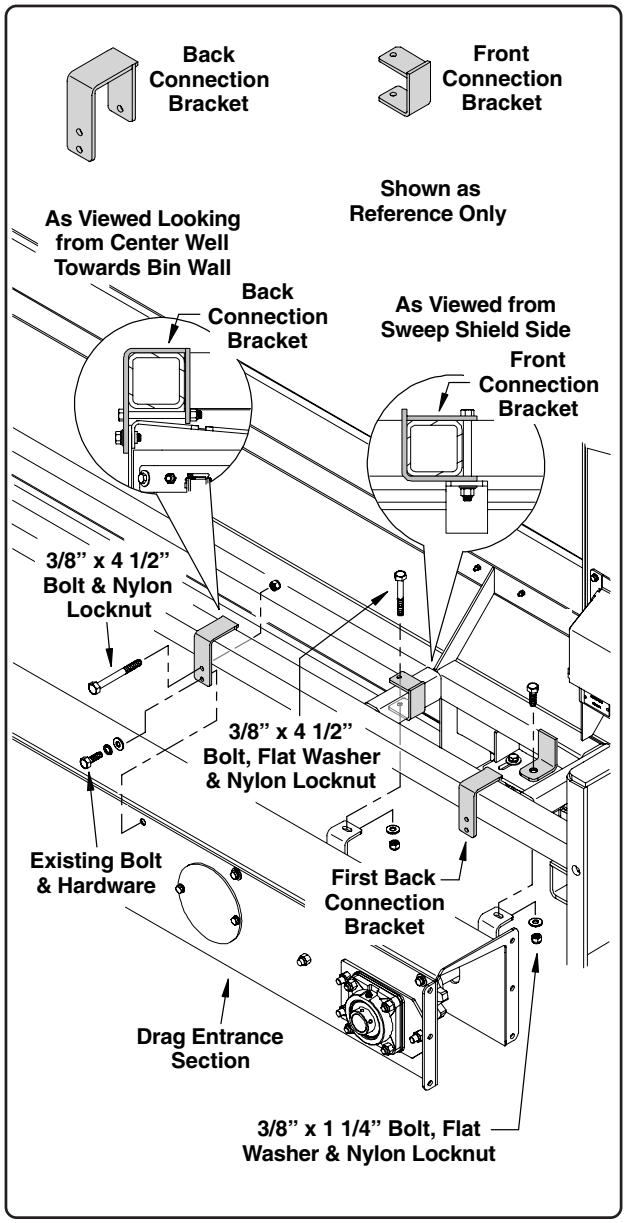

**Fig. 12**
Align the first mounting tab on the entrance end section with the tab welded onto the sweep shield frame (See Fig. 12 below). Insert a 3/8" x 1 1/4" bolt through the mount tabs and secure with 3/8" flat washer and 3/8" nylon locknut (leave hardware loose at this time).
2. Continue along the length of the drag sections installing a front connection bracket onto each of the shield crossmember tubes (the brackets will be positioned over each of the mounting tabs welded to the drag sections, See Fig. 12).
3. Install the back connection brackets along the length of the sweep shield frame. The back shield brackets will be installed at every third existing bolt along the drag sections as shown in Fig. 12 and on Page 23 (when the third bolt ends up on the flanged end connection point of the sections, continue to the next available bolt).
Remove the existing bolt, flat washer and lock washer on the back of the drag section and insert into the bottom hole of the bracket (See Fig. 12).
Use a 3/8" x 4 1/2" bolt to secure the bracket to the sweep shield frame (the bolt will be positioned between the sweep tube frame and top of the drag section, See Fig. 12). This hardware can remain loose until the drag is completely installed.